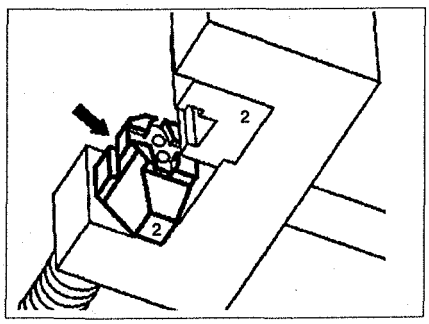

Рис. 2.88. Установите сжимающий элемент 2 (стрелка) в тиски.
7. Установите сжимающий элемент **2 (стрелка)** в тиски (см. рис. 2.88).